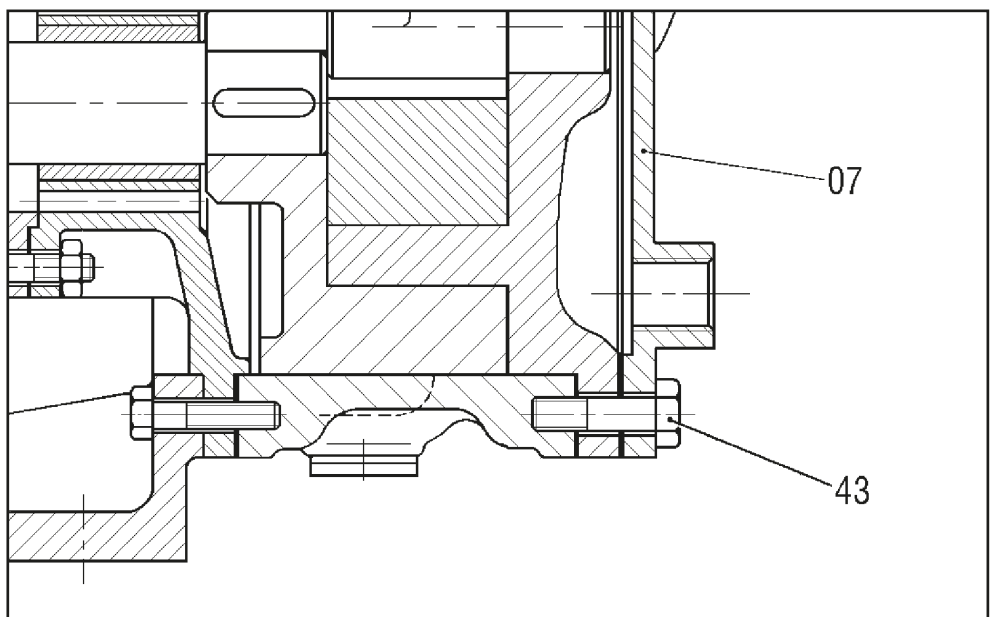

fig. 12
☐ Si la bomba está dotada de una cámara de calentamiento en la tapadera (07), esta se separará de la tapadera apenas se quiten los pernos (43) (Ver fig.12).